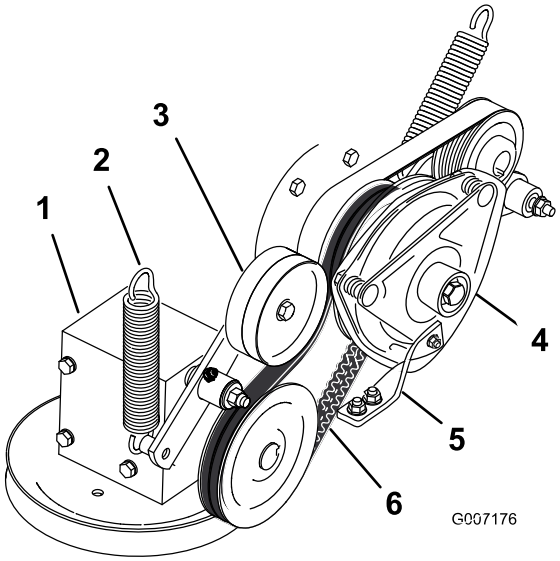

Figur 61
4. Demontera fjädern på remskivarmen (Figur 61).
7. Montera den nya kraftuttagsdrivremmen runt kopplingsskivan och växellådsskivan (Figur 61).
9. Montera fjädern på remskivearmen (Figur 61).